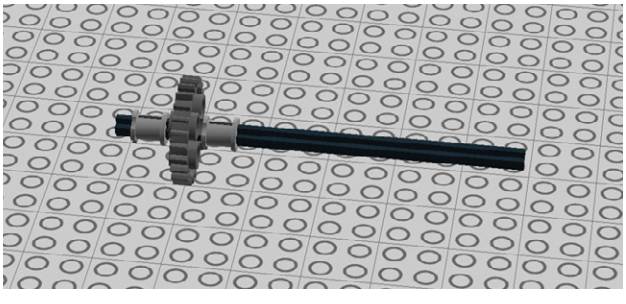

Figure 4-31. *Step 26: Building another gear and axle assembly*
26. Build another gear and axle assembly, this one with a couple of bushes, as shown in Figure 4-31.